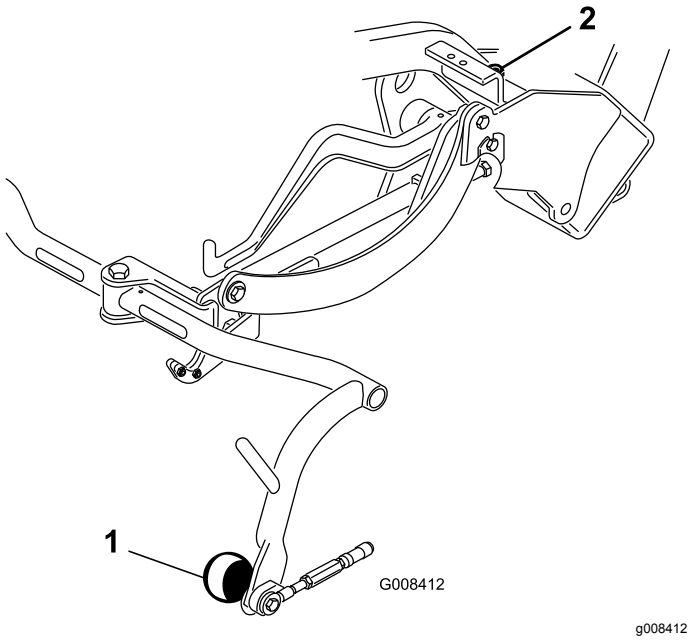

**Figur 9**
4. Lossa på kontramuttern på bärramsstoppskruven (Figur 9) om frigången måste justeras, och rotera skruven uppåt eller nedåt för att höja eller sänka bärramen. Dra åt kontramuttern för att säkra justeringen.